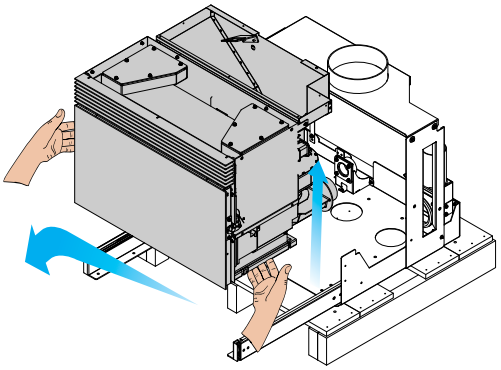

Afb. 6.1.6
6) Til de inzethaard op en haal hem van de rails van de draagconstructie (Afb. 6.1.6);